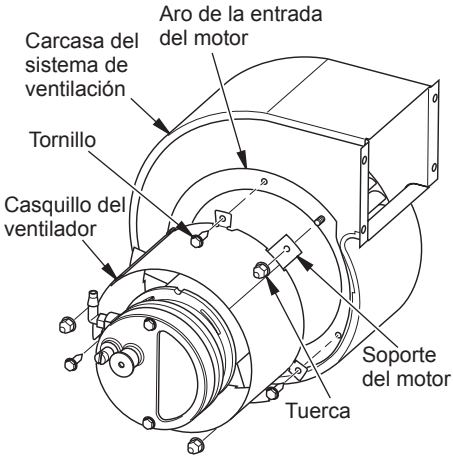

Figura 18 - Ubicación del ventilador, el eje del motor y el tornillo de fijación
4. Retire los 3 tornillos que aseguran el casquillo del ventilador a la carcasa (consulte la figura 18). Coloque a un lado el casquillo del ventilador.
6. Retire las 3 tuercas que aseguran el soporte del motor a la carcasa del sistema de ventilación (consulte la figura 18). Retire con cuidado el montaje del motor de la carcasa de ventilación.